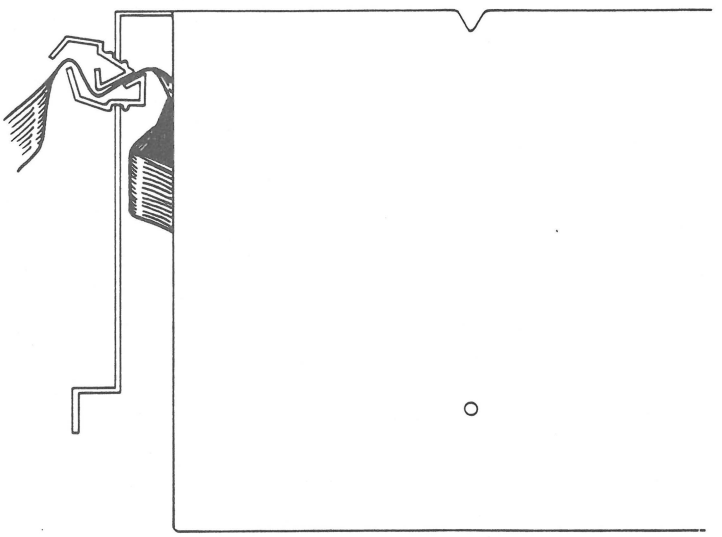

FIGURE 1
5.3 Complete Assembly (Figure 1)
2. Remove the flat cable from the back of the drive by pressing the strain relief guard (see Figure 1) out of the slot and removing the cable.